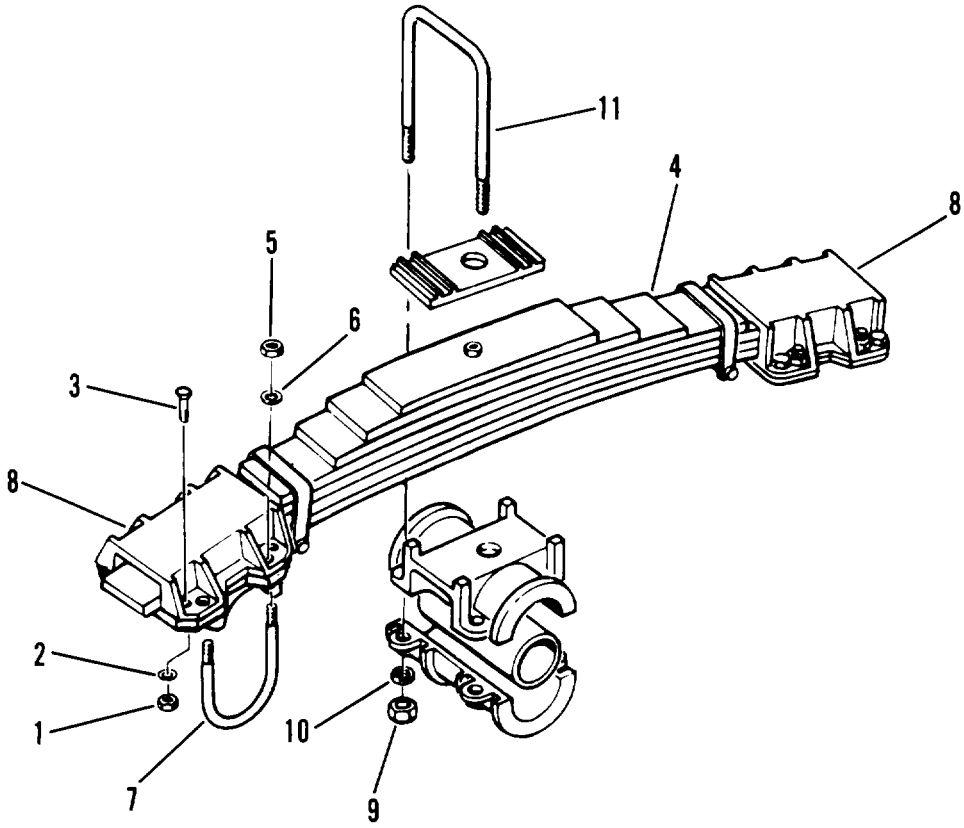

Figure 5-6. Spring assembly
(1) Support both axles on each side and frame.
(2) Remove four nuts (1, figure 5-6), washers (2) and bolts (3) from each side of spring assembly (4).
(3) Remove four nuts (5), washers (6) and two u-bolts (7) from each side of spring (4).
(4) Remove spring cap (8) from each side of spring (4).
(5) Remove four nuts (9), washers (10) and two large u-bolts (11) that secure spring (4) to trunnion tube.
(6) Remove spring (4).
(1) Position spring (4, figure 5-6).
(2) Install two large u-bolts (11), four washers (10) and nuts (9) to secure spring (4) to trunnion tube. Torque to 880 lb ft (1192 Nm).